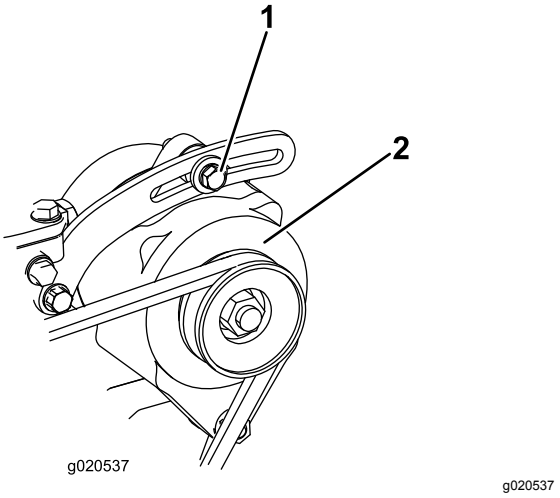

Figuur 99
1. Als de indrukking niet correct is (10 mm), moet u de montagebouten van de wisselstroomdynamo losdraaien (Figuur 99).